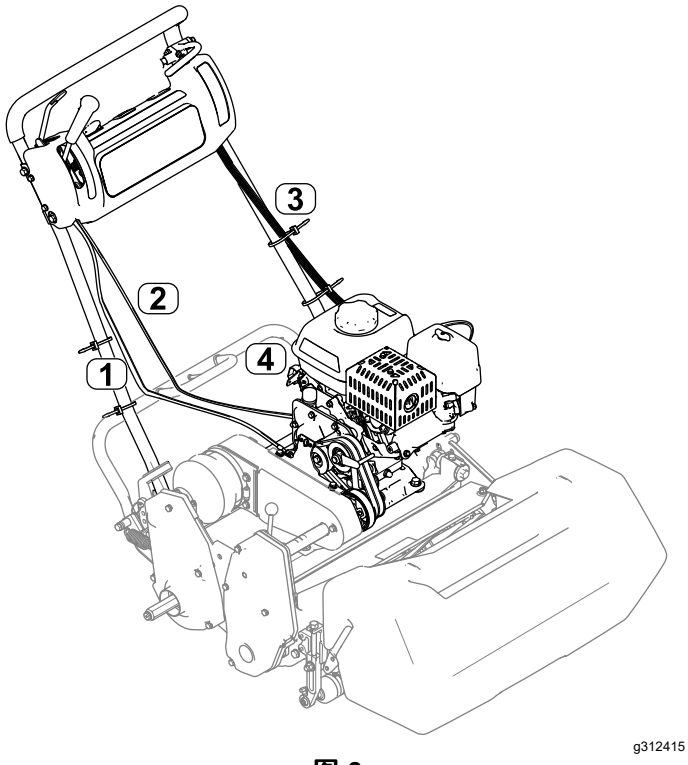

图 8
7. 将油门拉索安装到机器上请参阅机器*维修手册*图 8。
注意 如图 8所示观察油门拉索的布置方向。将拉索布置到发动机左侧位于空气滤清器盖和燃油箱之间。
11. 将线束连接到联锁模块然后将线束向上布置到手柄左侧图 8。